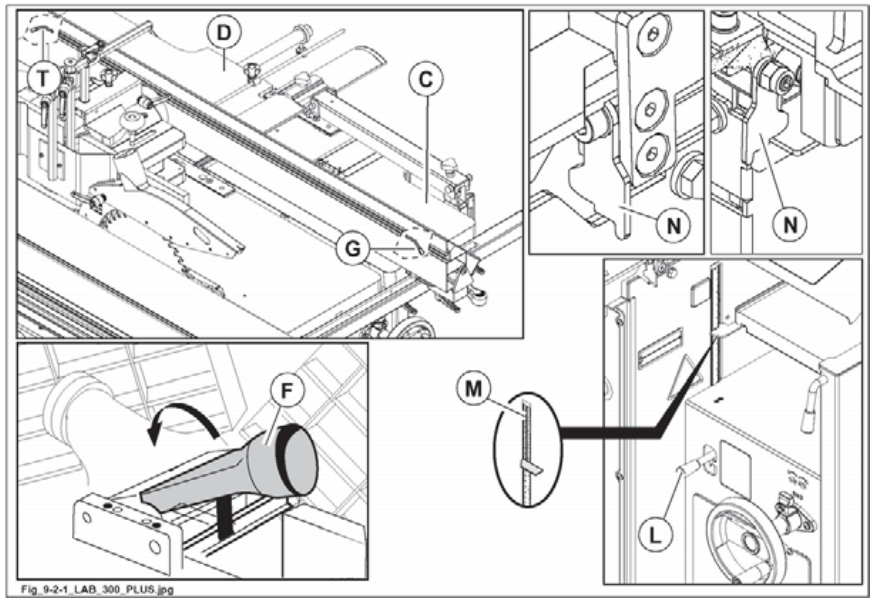

Abb. 9.2-1
damit kein Element beschädigt wird, muss vor dem Absenken der Abrichttische die Sicherungsvorrichtung der Spanabführvorrichtung (F Abb. 9.2-1) geöffnet, der Dickentisch bis zur roten Kerbe (M Abb. 9.2-1) abgesenkt und der Hebel (L Abb. 9.2-1) in die Position "0" (abschalten der Mitnehmerwalze) gestellt werden.
3) Die Sicherung (N Abb. 9.2-1) entsperren und die Tische schließen.
Den Abrichttisch im EINLAUF (D Abb. 9.2-1) schließen. Den Hebel (T Abb. 9.2-1) senken, um den Tisch zu arretieren. DANACH den Abrichttisch im AUSLAUF (C Abb. 9.2-1) schließen und den Hebel (G Abb. 9.2-1) senken, um den Tisch zu arretieren.